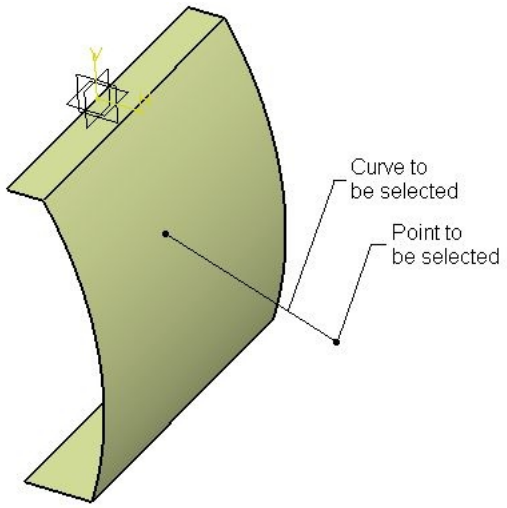

Figure 11-73 *Point and curve to be selected*
6. Using the **Plane** tool, create a plane normal to the curve by selecting the curve and its endpoint, as shown in Figure 11-73.